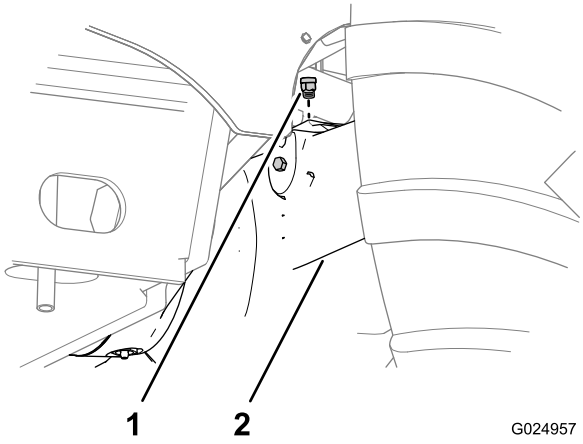
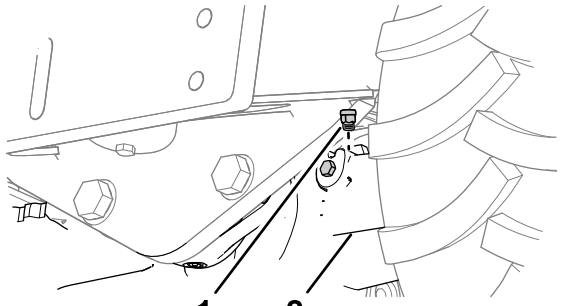

Rysunek 91
Rysunek 92
1. Wyczyść obszar wokół odpowietrzników osi rozpuszczalnikiem czyszczącym (Rysunek 91 i Rysunek 92).
2. Zdejmij odpowietrzniki z przedniej osi i z osi tylnych (Rysunek 91 i Rysunek 92).
5. Zamontuj odpowietrzniki na przednią oś i na osie tylne (Rysunek 91 i Rysunek 92).